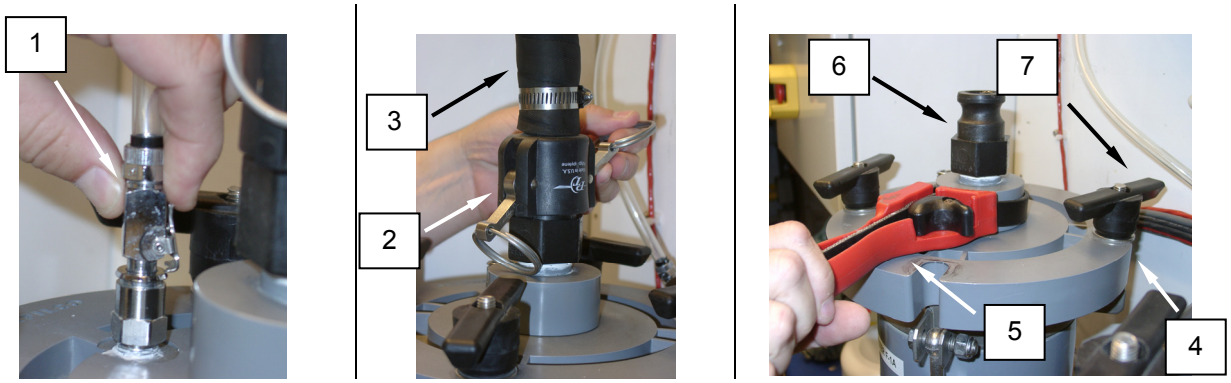

Figure 1. Replace the F-1A or F-1B Filter Elements (Socks).
1. Disconnect the filter vent hose **(Figure 1, item 1)**.
2. Disconnect the QD fitting **(Figure 1, item 2)** and hose **(Figure 1, item 3)** from the filter cap **(Figure 1, item 4)**.
3. Use a strap wrench **(Figure 1, item 5)** to loosen the QD male fitting **(Figure 1, item 6)** from the filter cap **(Figure 1, item 4)**.